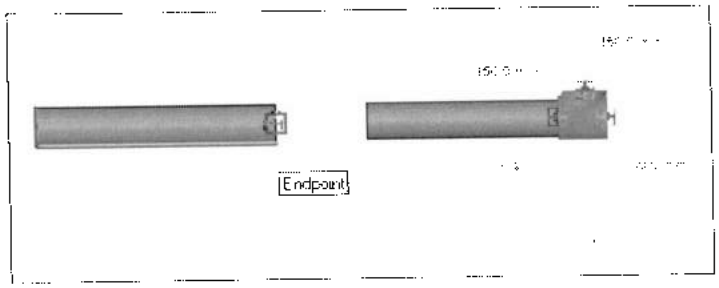

Рис. 39.16. *Установка фитинга*
3. Щелкнуть в области чертежа на конце трубопровода или по центральной линии сегмента в месте, где этот фитинг должен быть установлен (рис. 39.16).